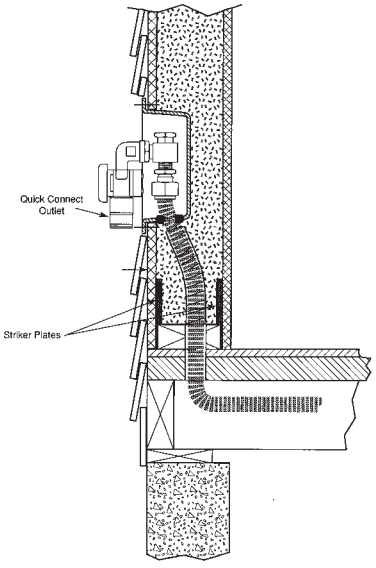

Fig. 4-58
a) Barbecue Grills – Movable grills shall be connected using an approved outdoor appliance connector which shall be attached to the CSST system either at a termination fitting or a quick disconnect device as shown in the figure (Fig. 4-58).